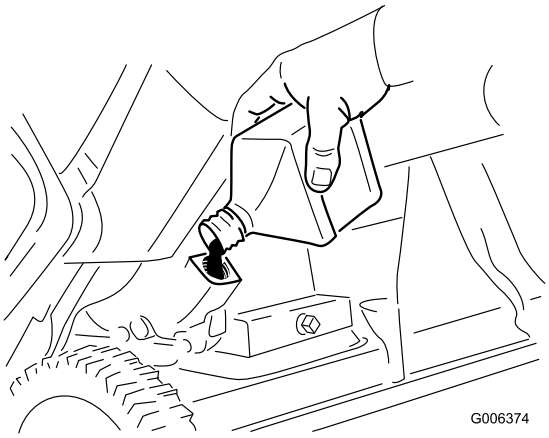

Figur 27
8. Med snøfreseren i driftsstilling, hell olje **forsiktig** inn i påfyllingshullet til det renner over (Figur 27).